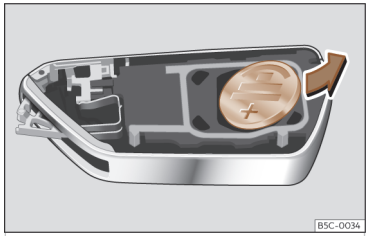

Abb. 72 Fahrzeugschlüssel: Batterie herausnehmen.
- Batterie mit einem geeigneten dünnen Gegenstand aus dem Batteriefach hebeln ››› **(Abb. 72)**.